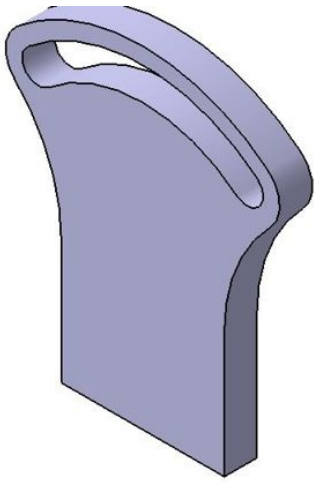

Figure 5-51 *Model after creating the second feature*
4. In this dialog box, select the **Up to last** option from the **Type** drop-down list in the **First Limit** area and then choose **OK** to create the second feature, as shown in Figure 5-51.